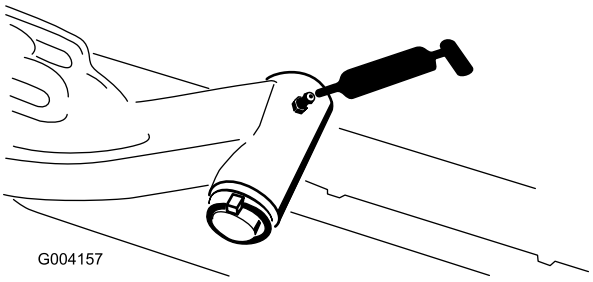

Figuur 47
- Draaias van hefarm (1 elk) (Figuur 47)